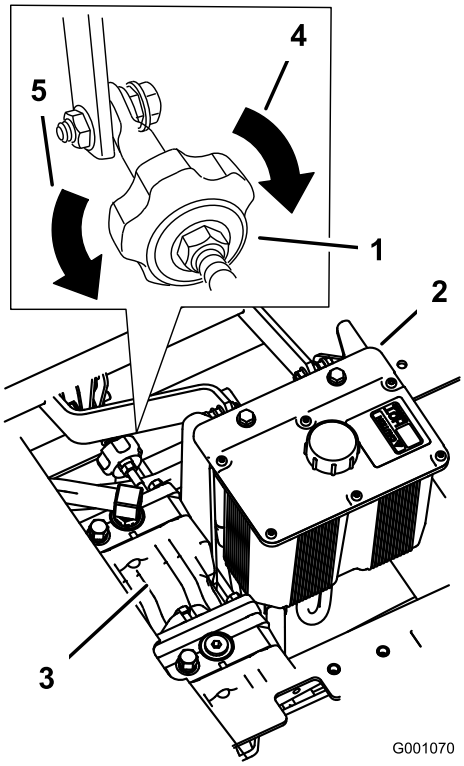

Figur 60
4. For at få maskinen til at køre til højre skal du dreje grebet mod maskinens højre side. Se Figur 60.
5. For at få maskinen til at køre til venstre skal du dreje grebet mod maskinens venstre side. Se Figur 60.